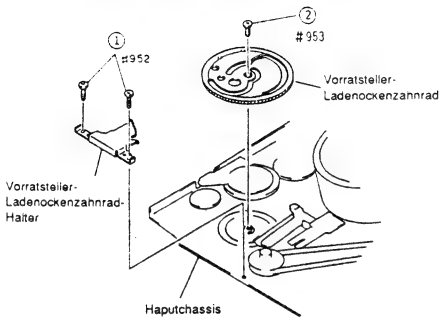

Abb. 2-68
1) Zwei (2) Befestigungsschrauben des Vorratsteller-Ladenockenzahnrad-Halters entfernen (siehe Abb. 2-68).
2) Eine (1) Befestigungsschraube des Vorratsteller-Ladenocken-Zahnrades entfernen.